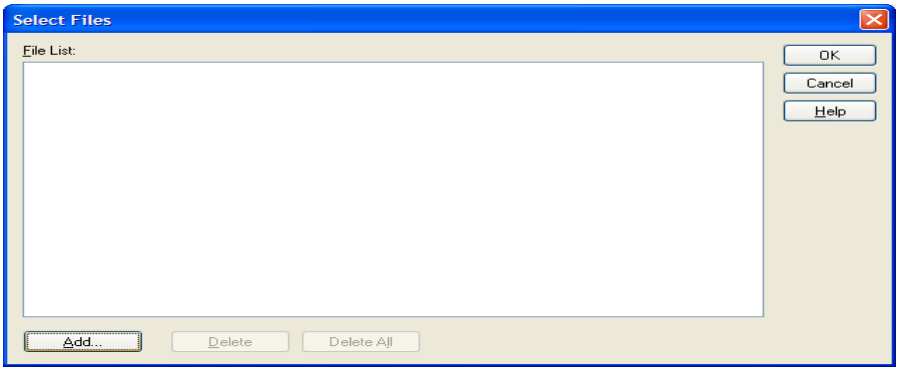

Figure L8.30: Select Files Dialog
17. In the **Select Files** dialog shown in **Figure L8.30,** click the **Add** button to add files to be searched. Browse to and select the files you would like (all operator displays and the historical trend viewer display) so that they are listed in the **Select Files** window. Click **Ok** when finished.